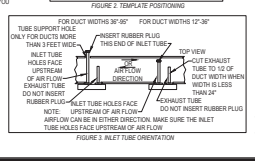

FIGURE 3. INLET TUBE ORIENTATION
3. IF THE DUCT IS MORE THAN 3 FEET (0.9 M) WIDE, THEN PUNCH A 1-INCH (25.4 MM) HOLE IN THE DUCT WALL DIRECTLY OPPOSITE THE UPSTREAM 1-1/4 INCH (31.75 MM) HOLE. SEE FIGURE 3. THIS HOLE IS USED TO SUPPORT THE INLET TUBE.
4. INLET TUBES SHOULD BE SELECTED AND CUT TO LENGTH AS SPECIFIED IN TABLE 1. AFTER TRIMMING THE INLET TUBE OPPOSITE THE SLOT, TAP RUBBER PLUG (SUPPLIED) INTO THE TRIMMED END. SEE FIGURE 3.